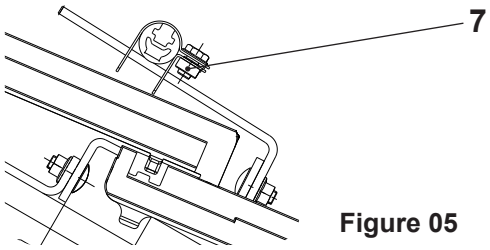

**Figure 05**
**Bottom: Alignment clip (7, Figure 05) roof bar**